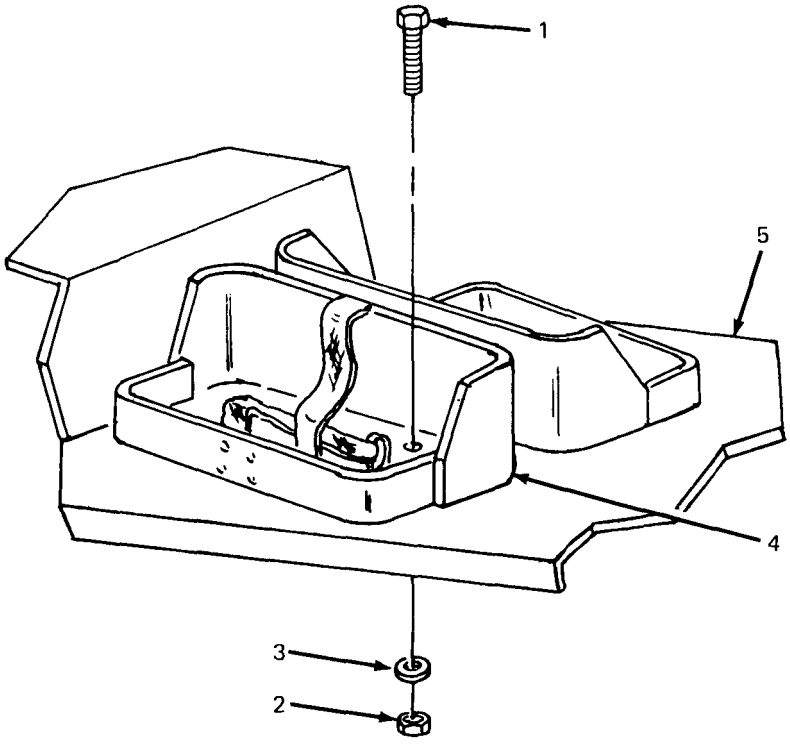

Figure 4-5. Fuel Can Bracket Replacement.
4-17. Fuel Can Bracket Replacement. (See figure 4-5.) There are two fuel can brackets supplied with the PU-405A/M. The brackets are mounted on top of the curbside front step. Replacement procedures described below are the same for both.
(1) Remove four screws (1, figure 4-5) four nuts (2) and four flat washers (3) securing bracket (4) to step (5).
(2) Remove bracket (4) from step (5).